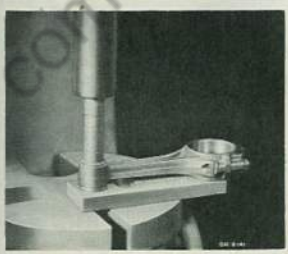

Fig. 16 Installing Second Bushing
4. With rod in same position as in item 3, press second bushing in rod so edge of bushing is just flush with edge of rod, Fig. 16.